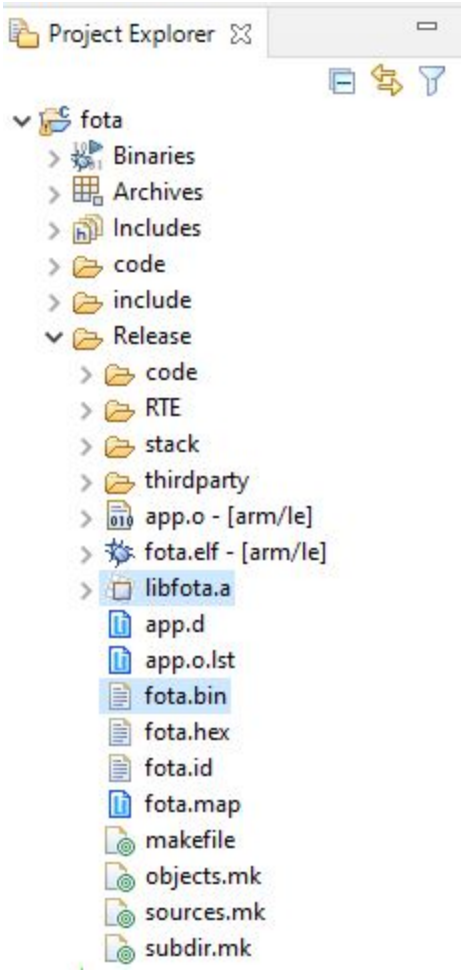

**Figure 14. Building the Project**
3. Build the project. After building successfully, *libfota.a* and *fota.bin* are generated under the *Debug* or *Release* folder, as shown in the "Building the Project" figure (Figure 14).